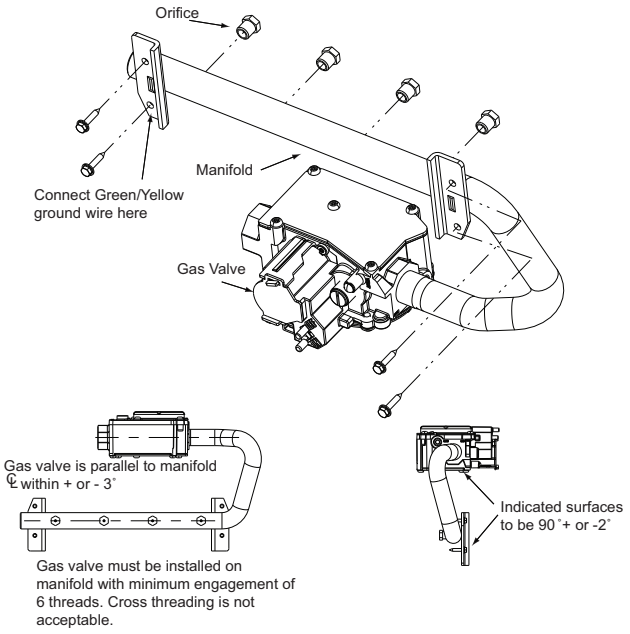

**Fig. 19 - 2 Stage Gas Valve**
**NOTE**: Use a back-up wrench on the gas valve to prevent the valve from rotating on the manifold or damaging the mounting to the burner box. See Fig. 19 and 20.